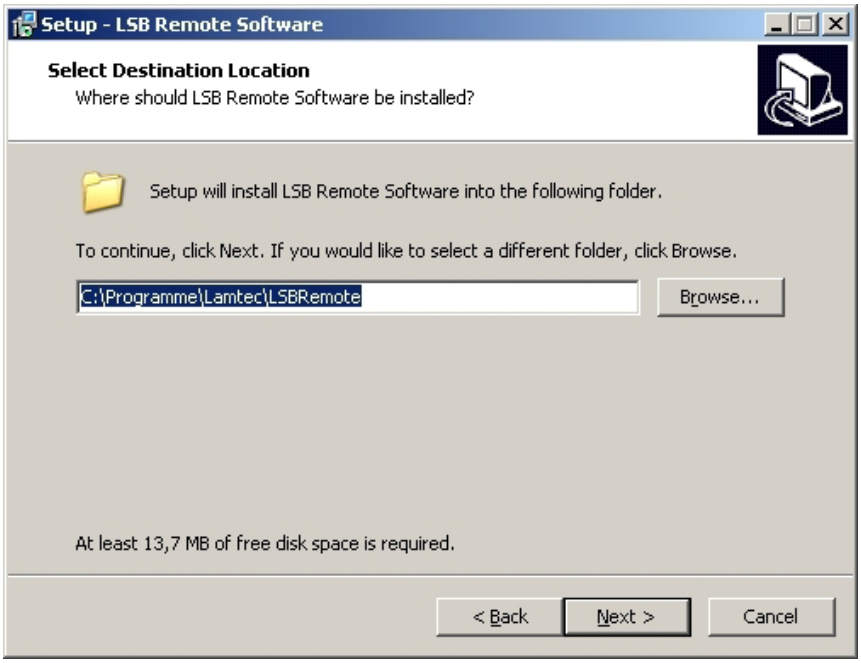

Fig. 5-15 Select destination folder
5. Either answer 'Yes' to confirm this choice, or select 'No' to enter a different path in text box above (see *Fig. 5-15 Select destination folder*).